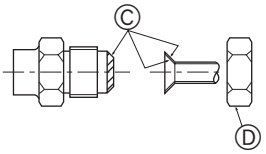

Fig. 5-6
Ⓐ (Fig. 5-6)
Ⓑ (Fig. 5-6)
5.5. Соединение труб (Fig. 5-6)